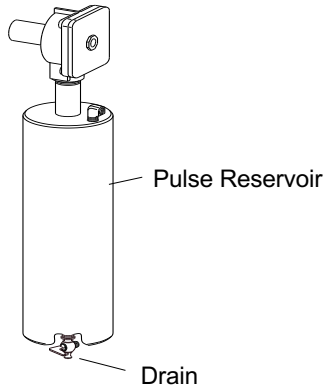

Figure 30
**6.3.3 Drain pulse reservoir – Figure 30:** At the end of the day, open the petcock to drain water from the reservoir and bleed air from the supply line. Close the petcock when the line is bled.